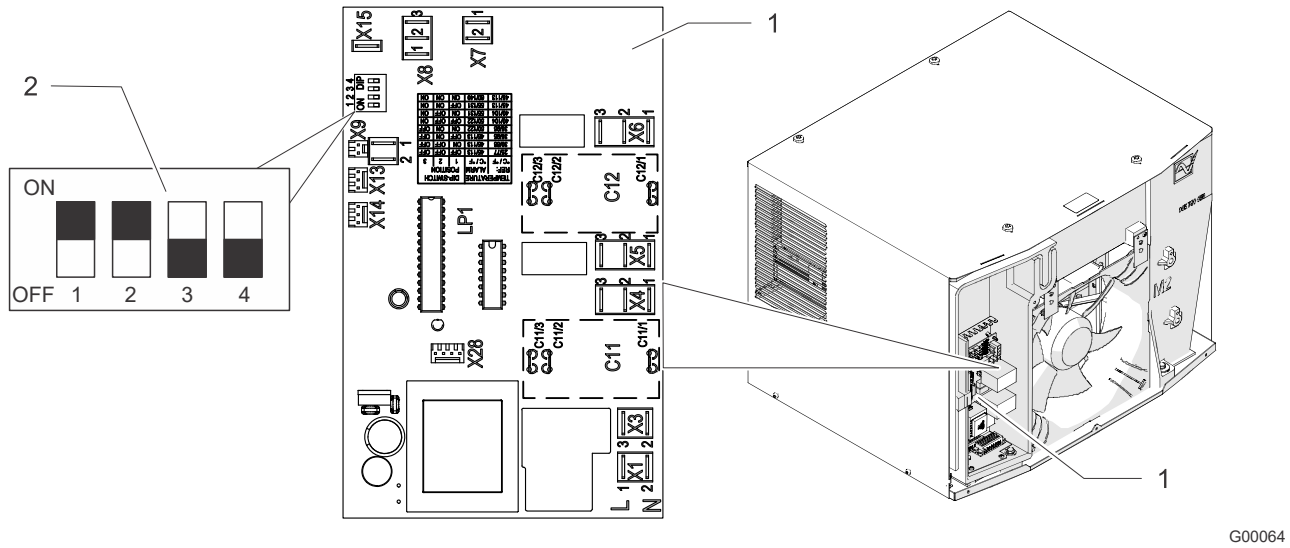

Abb. 21: DIP-Schalter einstellen
2. Den DIP-Schalter ("Abb. 21", Pos. 2) auf dem Controller gemäß "DIP-Schalter Einstellmöglichkeiten", Seite 42 einstellen.